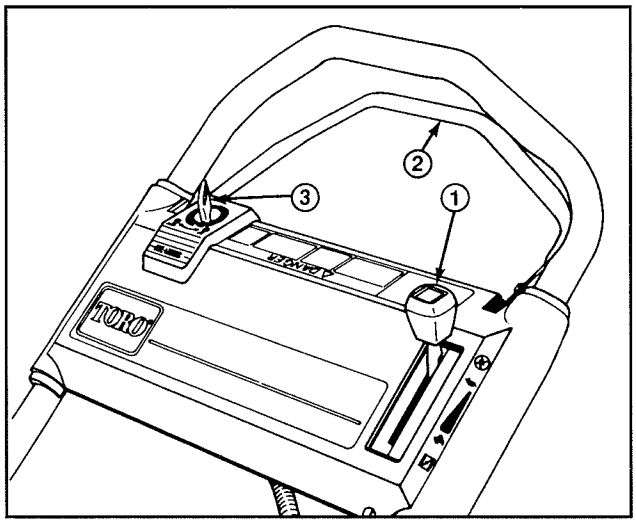
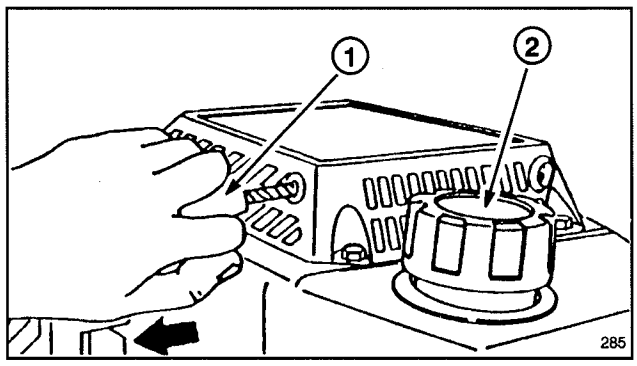
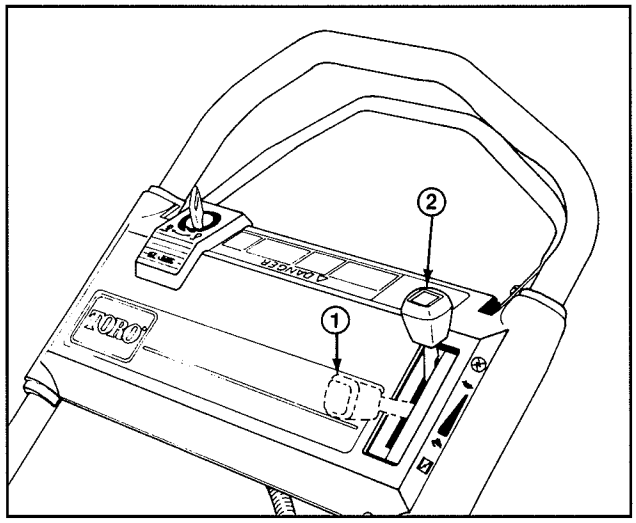

Abbildung 8
Abbildung 9
Abbildung 10
1. Rund um den Kraftstofftankverschluß reinigen und die Kappe vom Tank entfernen (Abb. 9). Bei bleifreiem Benzin den Kraftstofftank bis 6-13 mm unter den Einfüllstutzen füllen.
1. ÖLSTAND PRÜFEN—Ölstand, wie auf dem Ölmeßstab gezeigt, zwischen VOLL und NACHFÜLLEN halten (Abb. 8).
2. SCHNEIDEN UND AUFFANGEN—Beste Ergebnisse werden erzielt, wenn nur etwa 1/3 des Grashalms geschnitten wird. Wird langes Gras geschnitten, empfiehlt sich die höchste Schnitthöheneinstellung (E) für den ersten Mähgang. Danach ist das Gras mit einer üblichen Schnitthöhe noch einmal zu mähen. Wird zu langes Gras gemäht, kann der Mäher verstopfen und der Motor abgedrosselt werden.
STEUERVORRICHTUNG—Schlüsselschalter (Elektrostart-Modell), Gashebel und Antriebshebel befinden sich am oberen Griff (Abb. 8). Der Seilstarter befindet sich am Motoroberteil (Abb. 9).
2. STARTEN MIT E-START—Den Gashebel auf CHOKE stellen (Abb. 10). Den Schlüssel auf START drehen (Abb. 8) und loslassen sobald der Motor läuft. Den Gashebel auf SCHNELL 🐇 stellen oder die gewünschte Geschwindig-keit einstellen. Ist die Batterie entladen, kann der Motor mit dem Seilstarter gestartet werden (Abb. 9).
3. SEILSTARTER—Den Gashebel auf CHOKE stellen (Abb. 10). Den Seilstarter ziehen (Abb. 9) bis das Spiel überwunden ist; dann fest anziehen, um den Motor zu starten. Startet der Motor, den Gashebel auf SCHNELL 🐇 oder die gewünschte Geschwindigkeit einstellen.
4. STOPPEN (Abb. 10)—Zum Stoppen des Motors den Gashebel in die AUS-Stellung zurückschieben. Den Schlüssel aus dem Schalter ziehen. Das Kabel von der Zündkerze abziehen, wenn der Mäher unbeaufsichtigt ist oder nicht verwendet wird.